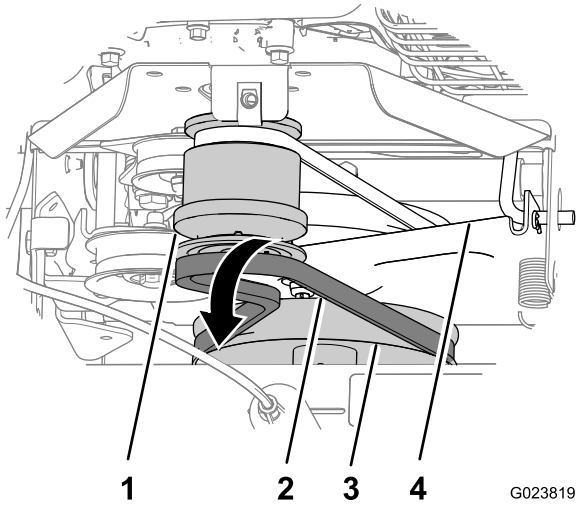

Bild 40
3. Schieben Sie den Riemen nach vorne über die vordere Rille der Motorriemenscheibe (Bild 40).
4. Schieben Sie den Riemen von der Riemenscheibe des Kehrbürstengetriebes, schieben Sie den Riemen nach hinten zwischen der Riemenscheibe und der Fahrantriebshalterung, und nehmen Sie den Riemen von der Maschine (Bild 40).
1. Fluchten Sie den Ersatzriemen zwischen der Riemenscheibe und der Fahrantriebshalterung aus (Bild 40).
2. Schieben Sie den Riemen auf die Rille unten an der Riemenscheibe des Kehrbürstengetriebes (Bild 40).
3. Schieben Sie den Riemen über die vordere Rille der Motorriemenscheibe (Bild 40).